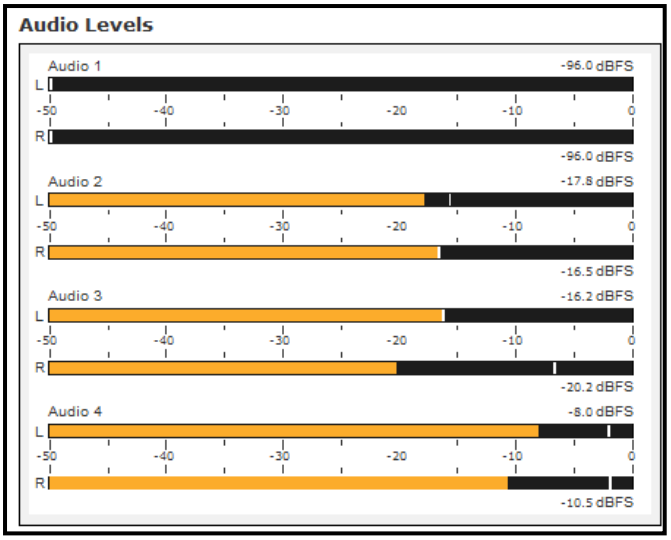

Fig. 8: System information page: Audio Levels.
2. **Input Sources:** In this field you can see which input sources are currently active for the different outputs plus the settings and status for these inputs: the currently active input sources, audio codec, bit rate and sample rate (see Fig. 8)